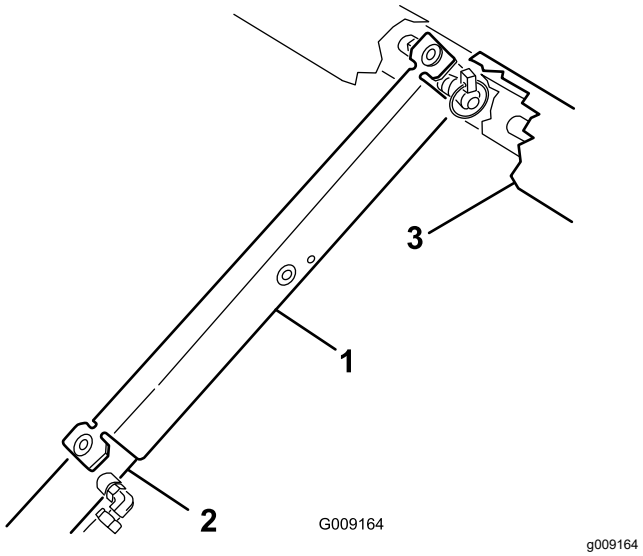

**Figur 32**
3. Tryck fast flakstödet på cylinderstaven och kontrollera att stödets ändar vilar på cylindertrummans ände och på cylinderstavens ände (Figur 32).